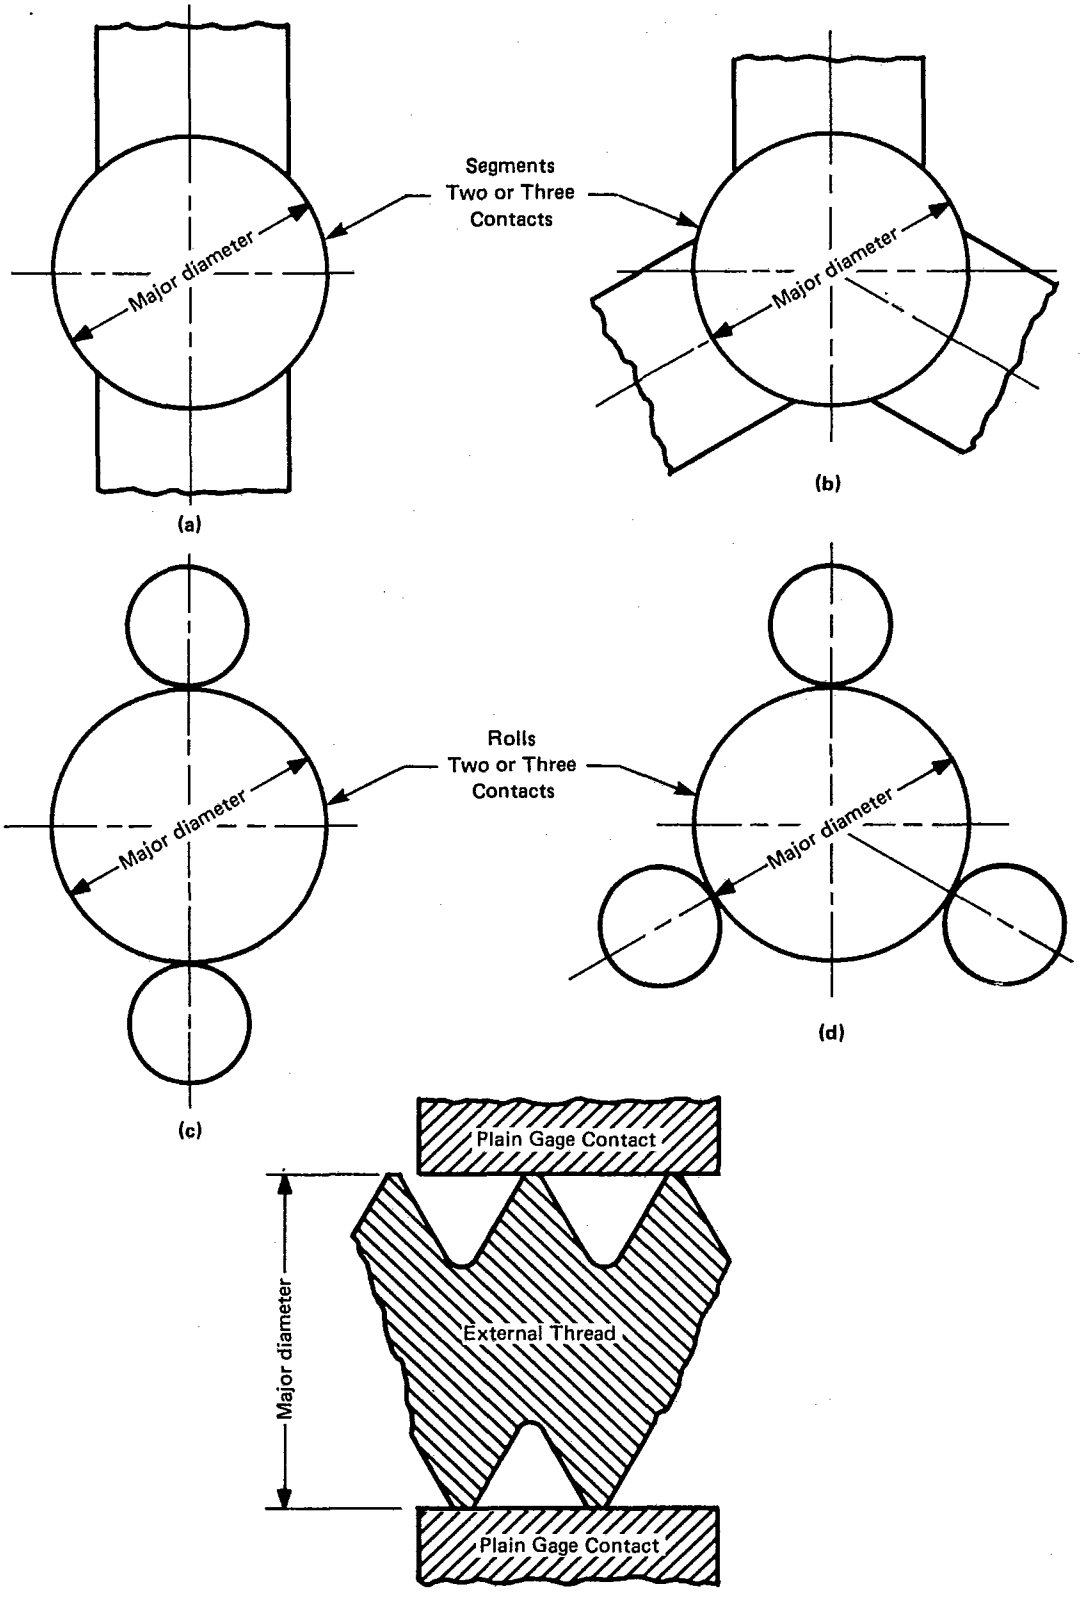

FIG. 33 INDICATING PLAIN DIAMETER GAGE — MAX.-MIN. MAJOR DIAMETER LIMIT AND SIZE
5.15.2 Basic Design. Indicating gages have three plain contacts at 120 deg. or two plain contacts at 180 deg. The dimensions of segments or rolls are to manufacturer's standard. See Fig. 33.